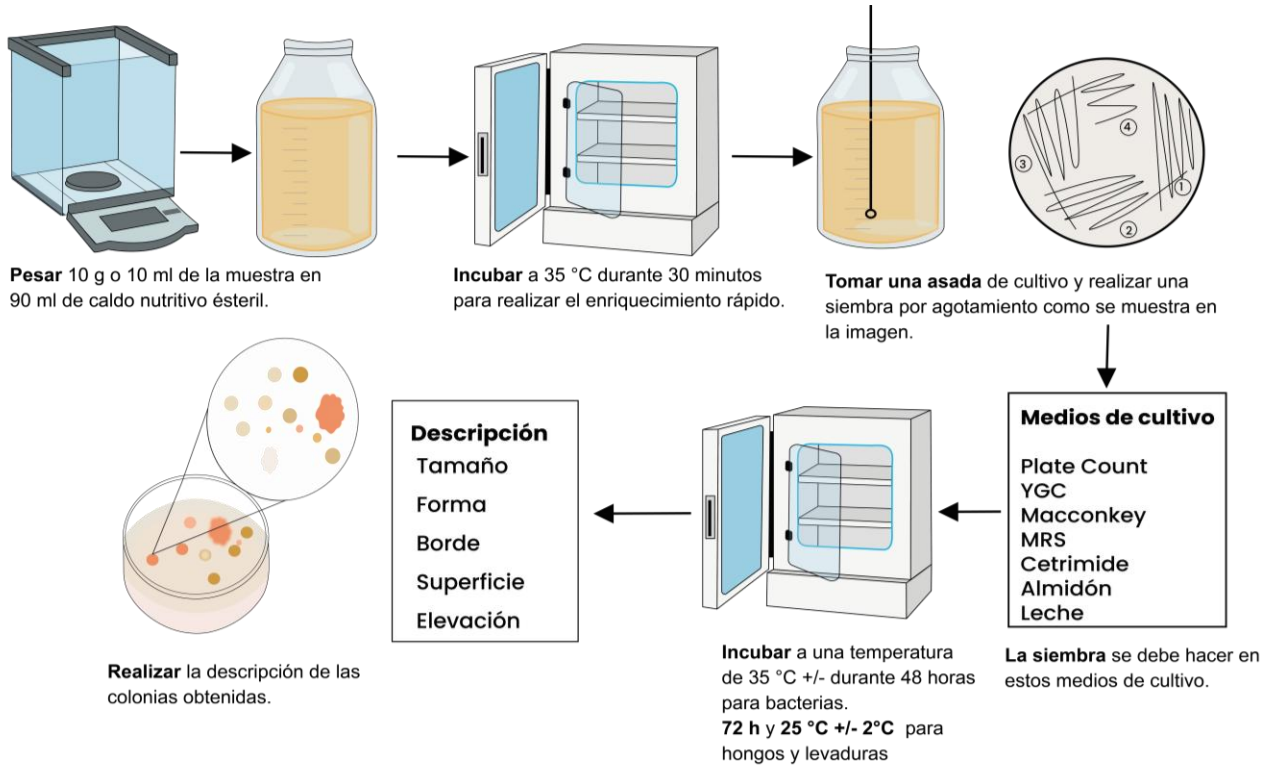

Figura 5. Siembra por estría en superficie
3. Tomar una asada de cultivo y realizar una siembra por agotamiento en la superficie de la caja con medios plate count, YGC, Macconkey, MRS, Cetrimide, Almidón, Leche según la Figura 5.